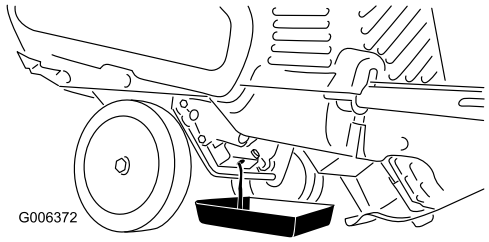

Figur 29
3. Sæt et olieaftapningskar under olieaftapningsproppen, fjern olieaftapningsproppen, og vip sneslyngen bagover, så olien aftappes ned i olieaftapningsfadet (Figur 29).